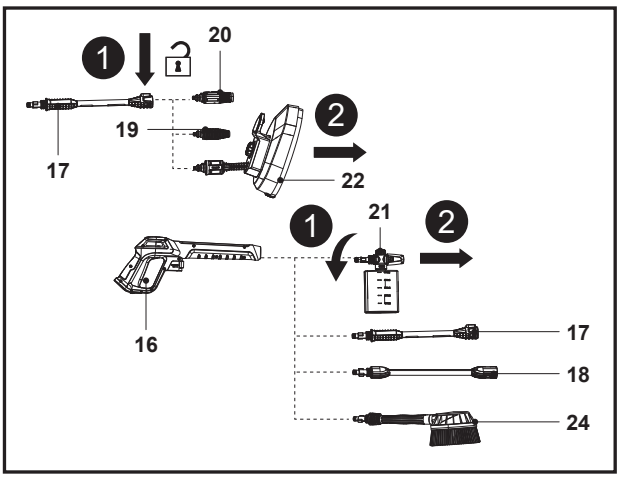

Fig. 21
1. Desconecte la boquilla (19/20/22) de la lanza de prolongación (17). Desconecte la boquilla de la botella de detergente (21), el cepillo de lavado (24), la lanza de prolongación (17) y la barra de extensión (18) de la pistola pulverizadora (16) (Fig. 21).